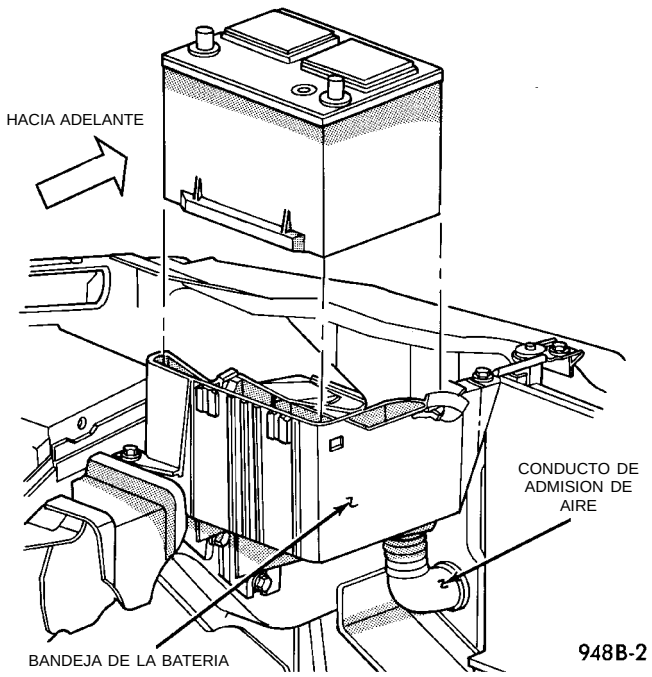

Fig. 19 Sujeción de la batería
(4) Retire la abrazadera de sujeción de la batería (Fig. 19) y la batería del vehículo.
(5) Retire el tubo de la plancha de cierre del radiador, apretando las lengüetas de fijación y empujando desde la parte delantera (Fig. 19).